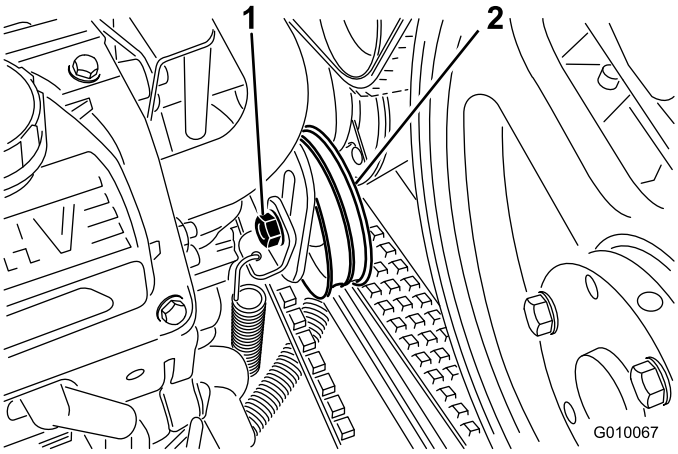

**Figur 58**
3. Løsne pumperemmens tomgangsskrue akkurat nok til å tillate bevegelse i justeringsslissen (Figur 58).